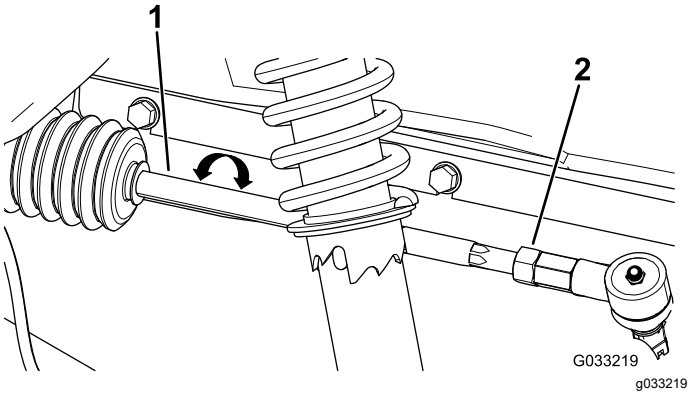

**Figura 58**
2. Si la distancia no es de entre 0 y 6 mm, afloje las contratuercas en el extremo exterior de las bielas (Figura 58).